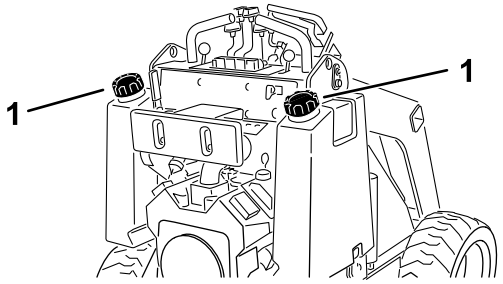

Rysunek 6
3. Oczyść okolice korka zbiornika paliwa, po czym odkręć korek (Rysunek 6).